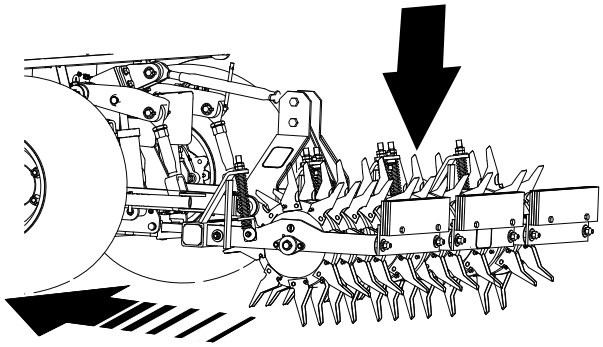

Рисунок 23
2. С помощью органов управления 3-точечным сцепным устройством или выносной гидросистемой тягового блока, медленно опустите аэратор, одновременно медленно перемещая тяговый блок вперед (Рисунок 23).